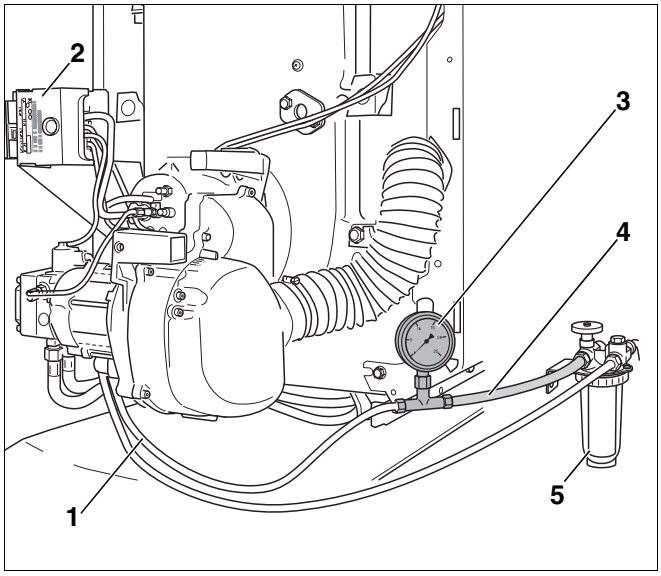

Fig. 11 Filtro del gasolio, vacuometro e flessibile trasparente
- Montare il vacuometro (fig. 11, **pos. 3**) con il flessibile trasparente (fig. 11, **pos. 4**; accessorio), come mostrato nella figura 11 tra il filtro del gasolio (fig. 11, **pos. 5**) e la tubazione di aspirazione del gasolio (fig. 11, **pos. 1**).
- Rimuovere l'automatismo di combustione gasolio (fig. 11, **pos. 2**) dallo zoccolo.
- Verificare l'assenza di bollicine e la pressione d'aspirazione del gasolio immesso attraverso il flessibile trasparente (fig. 11, **pos. 4**) oppure attraverso il vacuometro (fig. 11, **pos. 3**)
- Chiudere il rubinetto d'intercettazione sul filtro del gasolio (fig. 11, **pos. 5**, pagina 18) e smontare il flessibile trasparente (fig. 11, **pos. 4**, pagina 18) con il vacuometro (fig. 11, **pos. 3**, pagina 18).
- Avvitare la tubazione di aspirazione gasolio (fig. 11, **pos. 1**, pagina 18) al raccordo del filtro del gasolio (fig. 11, **pos. 5**, pagina 18).
- Aprire il rubinetto di intercettazione del gasolio sul filtro del gasolio (fig. 11, **pos. 5**, pagina 18).